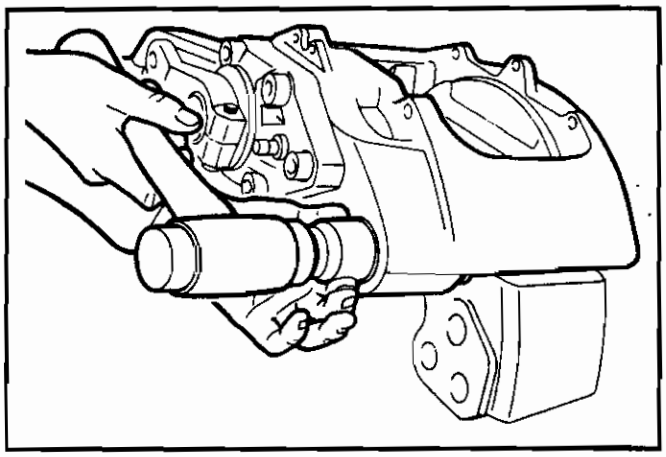

Figure 17.
14. Then, using a suitably-sized tool or hexagon socket (Figure 17), tap the cap into the bore until it stops against the shoulder.